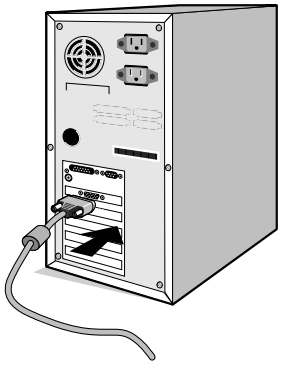

Рисунок A.1
2. **Для ПК с аналоговым выходом:** подключите 15-контактный мини-разъем D-SUB видеосигнального кабеля, идущего от монитора, к разъему видеоплаты на компьютере (**Рисунок A.1**). Затяните все винты.